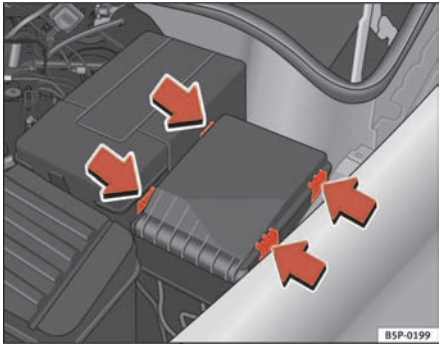

Fig. 172 Fuse box cover in engine compartment ▶
- Prise off the fuse cover in the engine compartment by pressing the tabs towards the centre of the cover ⇒ page 233, fig. 172.